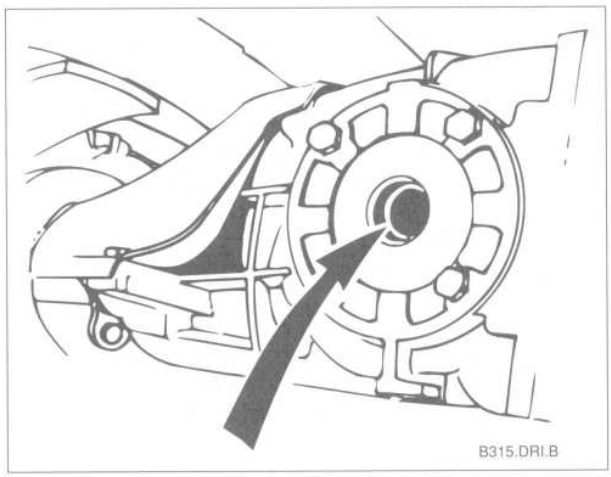

Fig. 4. Drive flange snap ring (**arrow**) to be removed from final drive housing.
3. Remove wire (snap) ring from final drive opening. See Fig. 4.